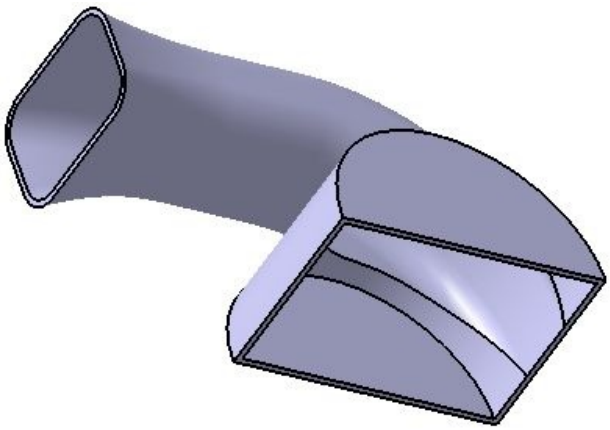

Figure 9-63 *Model after shelling*
e. Shell the model by removing the bottom and left planar faces of the model, refer to Figure 9-63.
2. Set the value in the **Default inside thickness** spinner to **2.5** and choose the **OK** button from the **Shell Definition** dialog box. The model after shelling is shown in Figure 9-63.